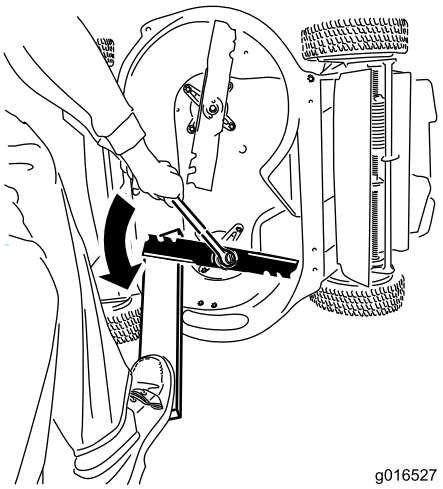

Figura 38
1. Usate un blocco di legno per tenere ferma la lama e ruotatela in senso antiorario come mostrato in (Figura 38).